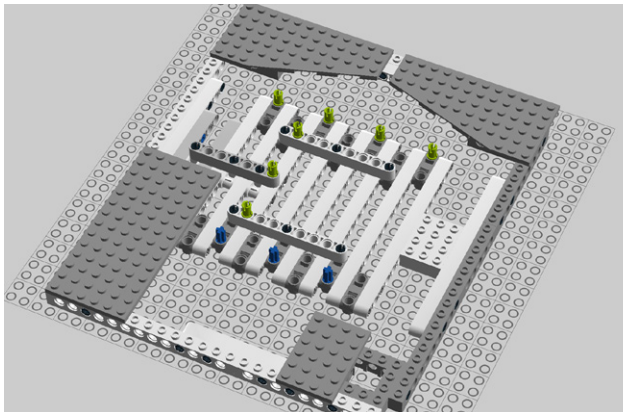

Figure 8-35. *Step 30: Adding more connector pegs*
30. Add seven more connector pegs (Figure 8-35).